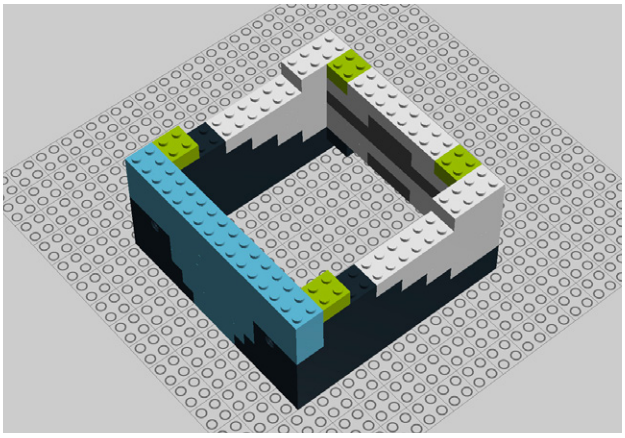

Figure 9-34. *Step 29: Placing four 2x2 bricks*
29. Attach four 2x2 bricks (Figure 9-34).